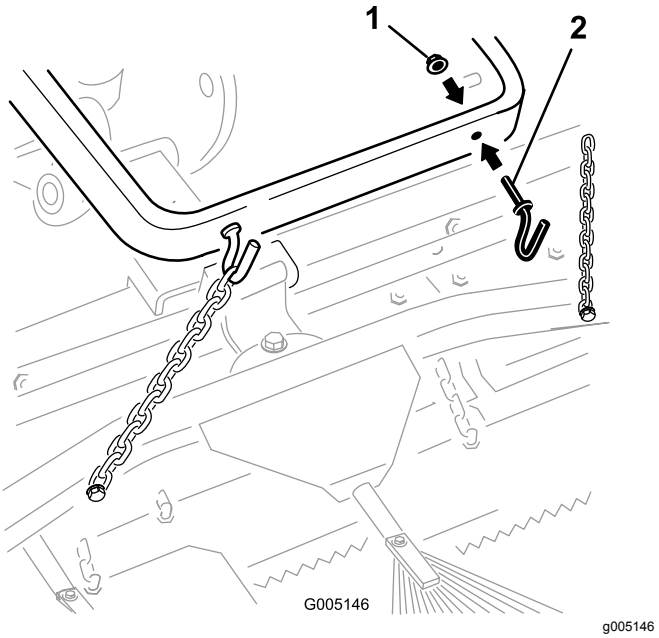

Figur 5
A. Monter 2 kroge bag på løftearmen med 2 møtrikker (⅜") (Figur 5). Fastgør kæderne på krogene, så de har den ønskede længde.